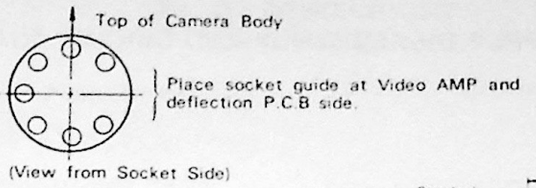

Figure 1
2. Adjust the position of the vidicon tube with respect to the socket as shown in Figure 1. Then tighten vidicon retaining screw until it is barely snug against the tube.
6. Adjust video level for .7V p-p as shown in Figure 1 by turning the target adjust control — see Figure 5.